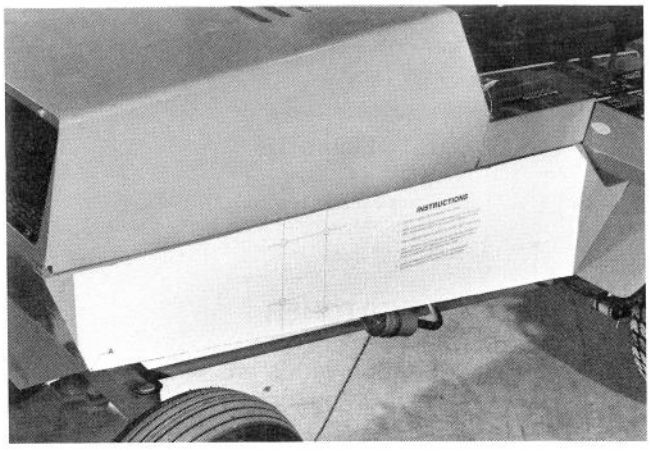

Figure 16
1. Cut out template and tape to right side of machine (Fig. 16).